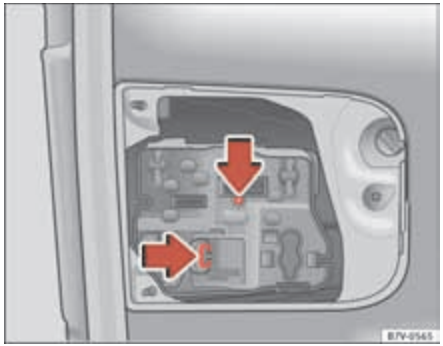

Fig. 220 On the boot lid: Remove the lamp holder.
5.	Press on the attachment tabs in the direction of the arrow ⇒ fig. 220 and pull out the lamp holder.